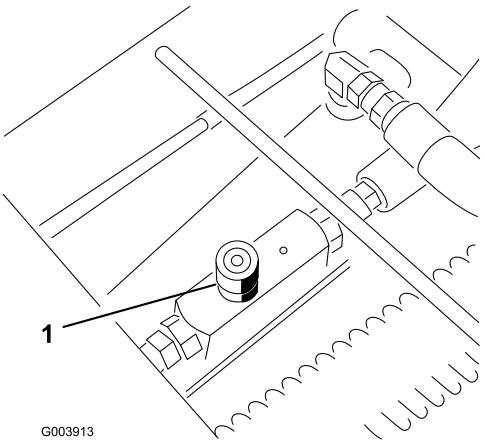

Figur 74
1. Plasser ventilen bak servicepanelet over operatørplattformen (Figur 74).